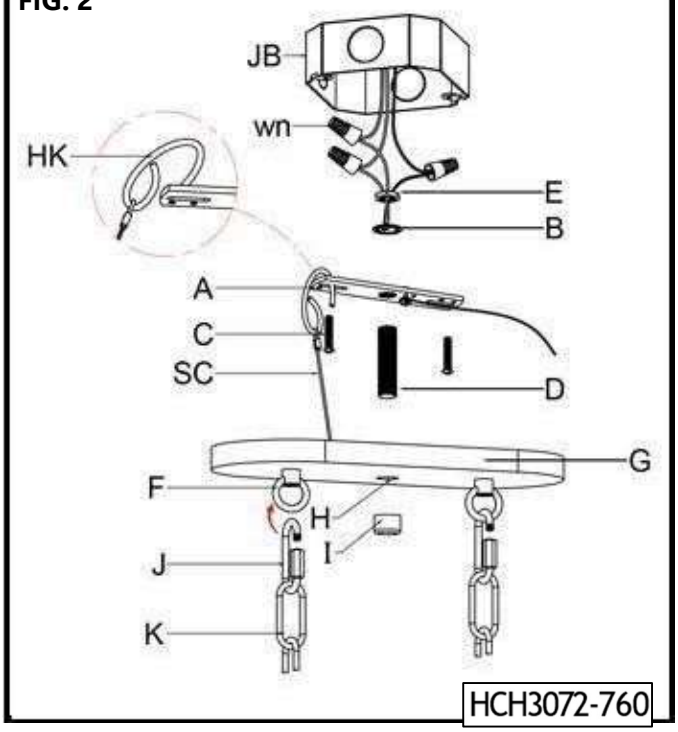

Fig. 3
CONNECTING THE WIRE (Fig. 3)
14. Make an electrical wire connection as shown in Fig. 3, making sure that all the wire connectors are secured. If your junction box has a ground wire (green,or bare copper), connect fixture's ground wire to it. Otherwise connect fixture ground wire directly to crossbar (A) using green screw provided.
15. To mount the fixture to the ceiling, slip the threaded nipple (D) through the mounting holes (H) at the canopy (G) then thread the cap nuts (**I**) at the end of all thread (D) and tighten.